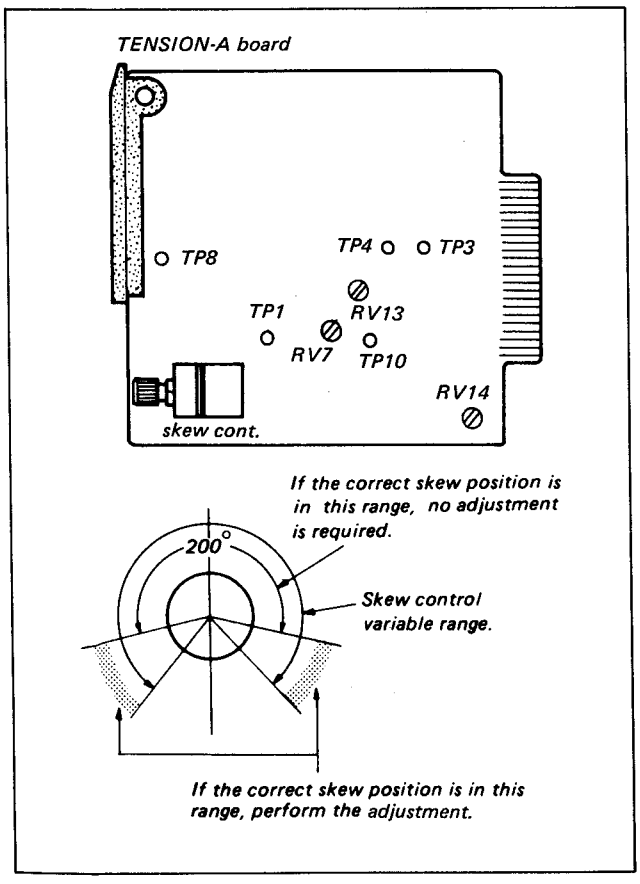

Fig. 7-11. Tension detection adj.
3. While observing the monitor, turn the skew control, check that the correct skew can be adjusted within the variable range of the skew control shown in Fig. 7-11.
12. Put the TENSION-A Board on the Extension Board. Short circuit TP3 and TP4 on the TENSION-A Board with a short clip lead. (The Tension Detector is electrically set in the center of the variable range.) See Fig. 7-11. Short circuit between the anode of D23 and Ground on the TENSION-A Board. Set the PB EE Select Switch to PB/EE position.